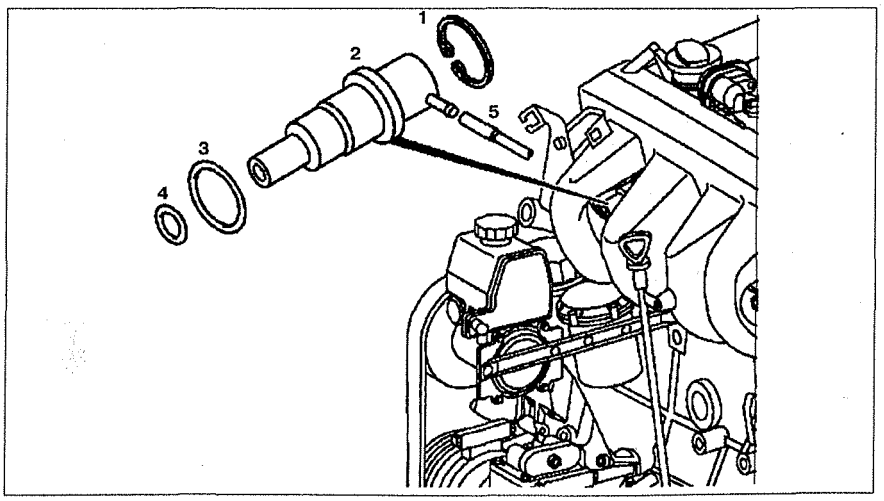

Рис. 2.132. Диафрагменный регулятор давления топлива:
1. Отсоедините вакуумную трубку **5** (см.рис.2.132).